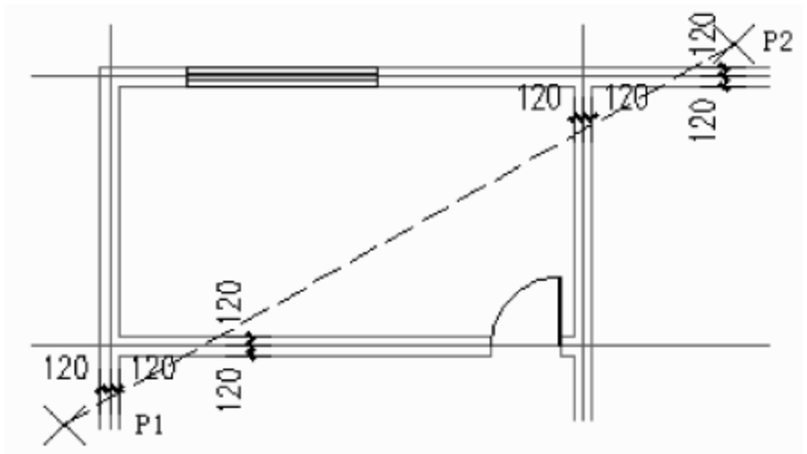

图 12-6　墙厚标注实例图
墙厚标注的实例如图 12-6 所示。
(1) 单击菜单中的“尺寸标注”→“两点标注”命令，选择两点标注尺寸，结果如图 12-6 所示。